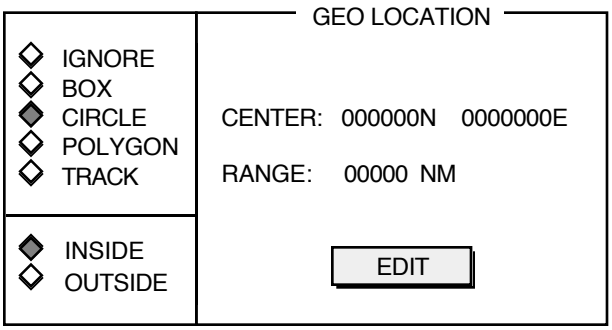

Figure11.13 -4 Geo Location Box with CIRCLE diamond knob clicked
1. Click EDIT to open the EDIT CIRCLE window (Figure11.13 -5).